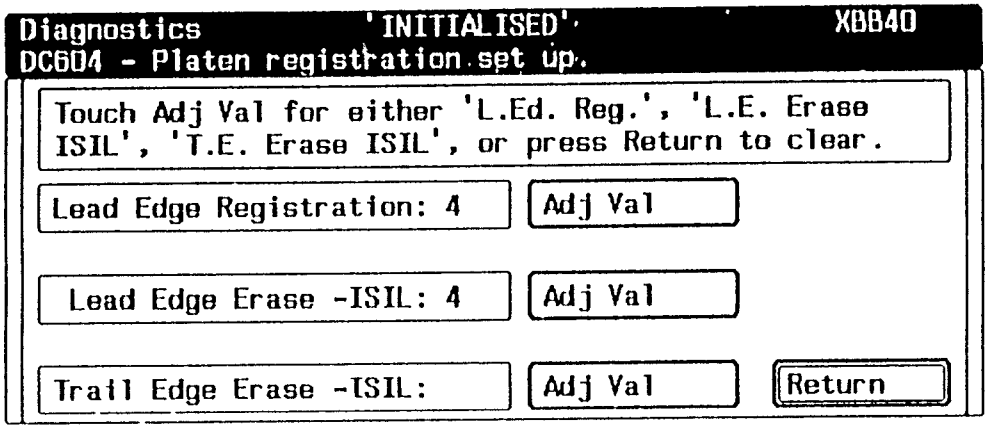

Рис. 1 Экранная страница настройки регистрации стекла оригинала.
1. Войдите в диагностический режим с помощью одной из процедур, описанных в разделе DP1 «Вход в диагностику». Затем коснитесь клавиши DC Routines (процедуры DC) на сенсорном экране для перехода к файлу процедур диагностического контроля DC. Затем наберите 604 на цифровой клавиатуре и нажмите клавишу start print (запуск копирования) для перехода к настройке регистрации стекла оригинала. После успешного входа в процедуру настройки регистрации стекла оригинала на экране будет отображаться изображение, показанное на Рис. 1.